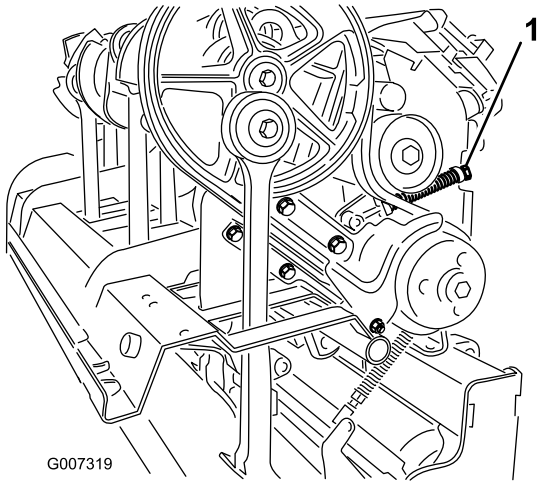

Figur 33
4. För att frigöra mellandrevfjäderns spänning ska du lossa låsmuttern som håller fast fjäderhållaren (Figur 33) och vrida fjäderhållaren.